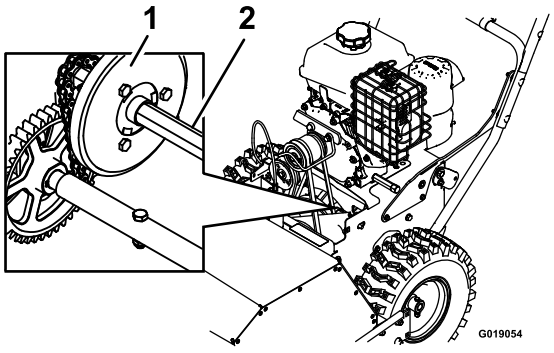

Figur 21
4. Dypp en lang, ren malekost med liten bust i bilolje og smør sekskantakselen lett (Figur 21).
Viktig: Gummihjulet og friksjonsdrivplaten i aluminium må ikke tilsøles med olje, fordi trekkdrivet ikke vil få tak (Figur 21).